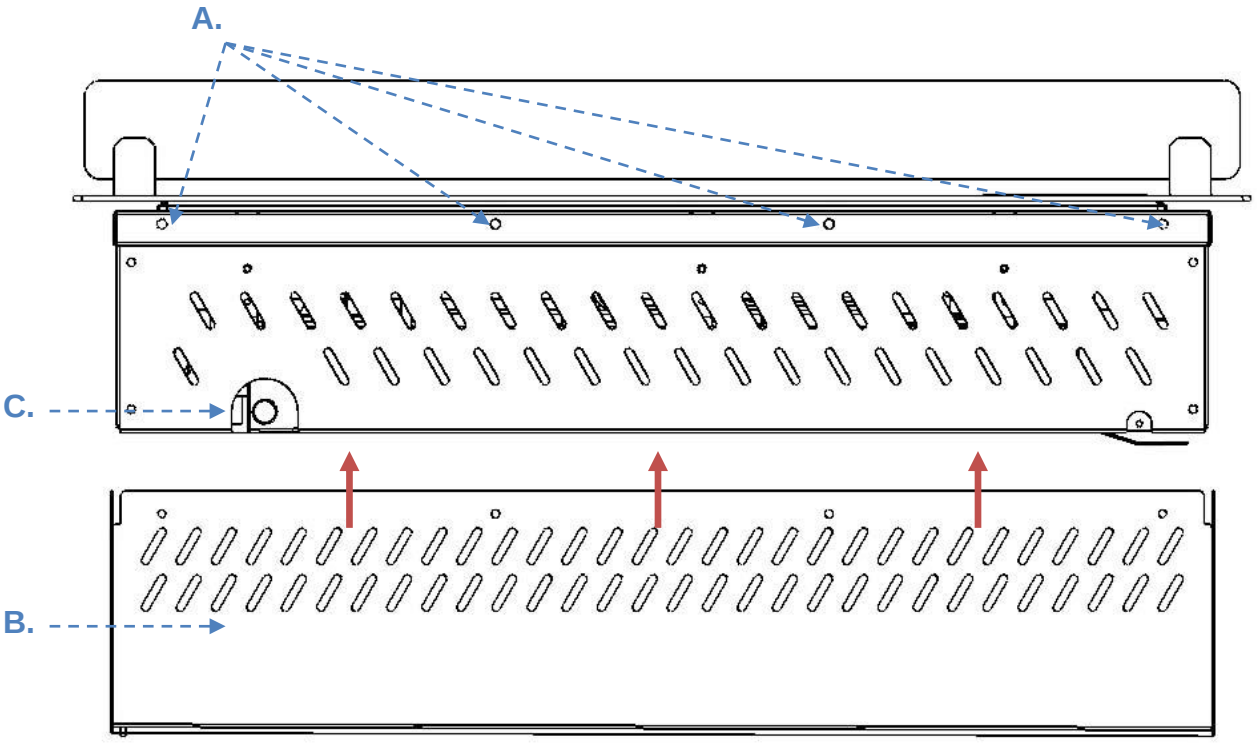

Fig.4
4. Rimuovere le viti laterali **(A. Fig.4)** di fissaggio della vasca di sicurezza
5. Estrarre il bruciatore dalla vasca di sicurezza **(B. Fig.4)**
7. Togliere la vite **(C. Fig.4)** indicata in figura **(Attenzione: fuoriuscita di liquido)**